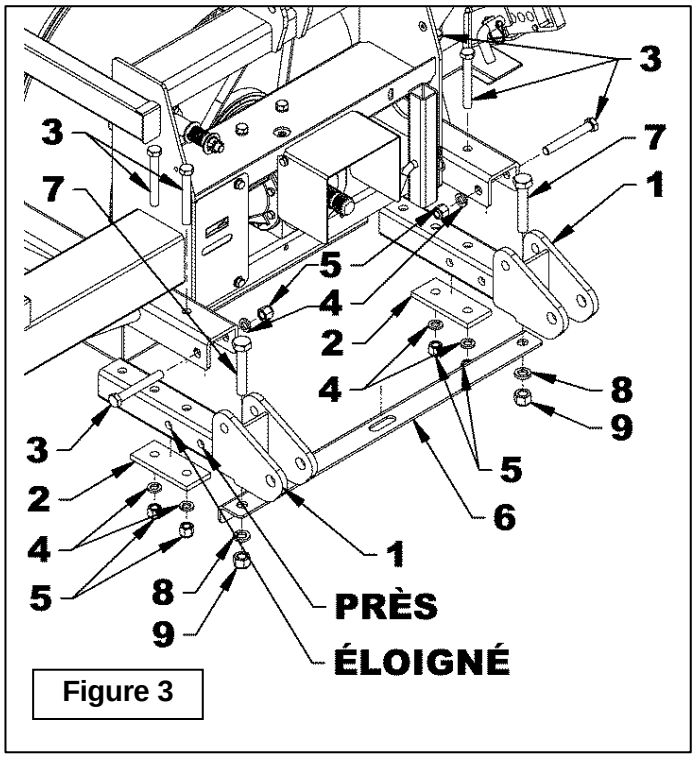
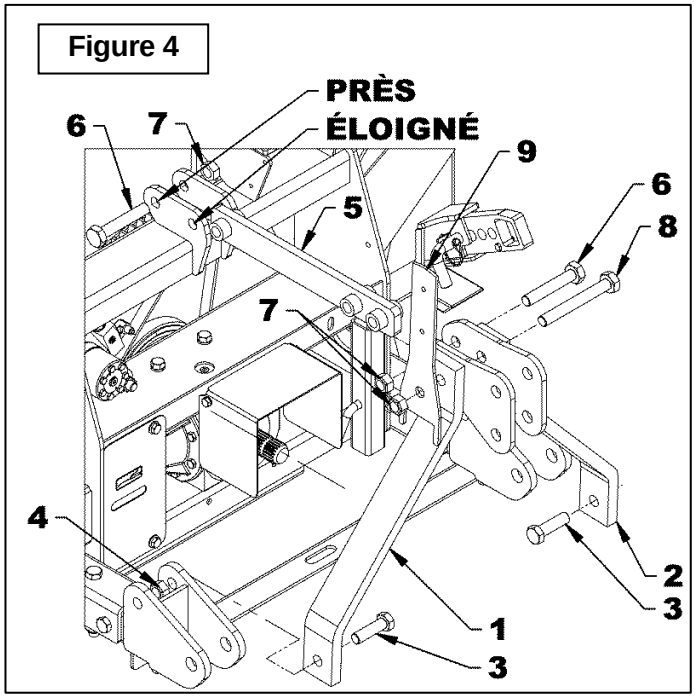

Figure 3
Figure 4
1. **Figure 3:** Installer les attaches inférieures (item1) sur la souffleuse en plaçant une plaque de renforcement (item 2) sous chaque attache et fixer avec six boulons 3/4"NC x 5 1/2", rondelles de blocage 3/4" et écrous (items 3-4-5).
2. **Figure 3:** Installer le renfort (item 6) sous les attaches inférieures (items 1) avec deux boulons 7/8"NC x 5" (item 7), rondelles de blocage et écrous à bague de nylon (items 8-9).
3. **Figure 4:** Fixer les deux attelages (items 1-2) aux attaches inférieures (figure 3, items 1) tel qu'illustré. Fixer avec deux boulons 7/8"NC x 2 1/2" et écrous à bout évasé (items 3-4).
4. **Figure 4:** Fixer l'attache supérieure (item 5) à la souffleuse avec un boulon 7/8"NC x 5" et un écrou à bout évasé 7/8" (items 6-7).
5. **Figure 4:** Relier chacun des attelages (items 1-2) à l'attache supérieure (item 5) avec un boulon 7/8"NC x 5" et un écrou à bout évasé 7/8" (items 6-7).
6. **Figure 4:** Fixer le support de boyau (item 9) à l'attelage gauche (item 1) et à l'attache supérieure (item 5) tel qu'illustré avec un boulon 7/8"NC x 6" et un écrou à bout évasé 7/8" (items 8-7).